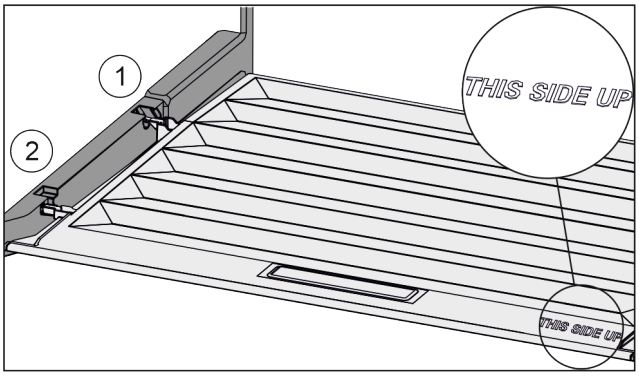

Fig. 37
▶ Introduire les rainures du couvercle par l'orifice du support arrière *Fig. 37 (1)* et les enclencher à l'avant dans le support *Fig. 37 (2)*.